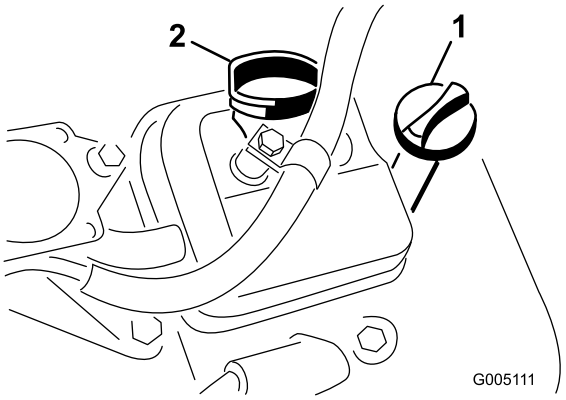

**Figuur 25**
2. Verwijder de peilstok en veeg deze af met een schone doek. Draai de peilstok in de buis. Let erop dat de peilstok volledig in de buis schuift (Figuur 25).